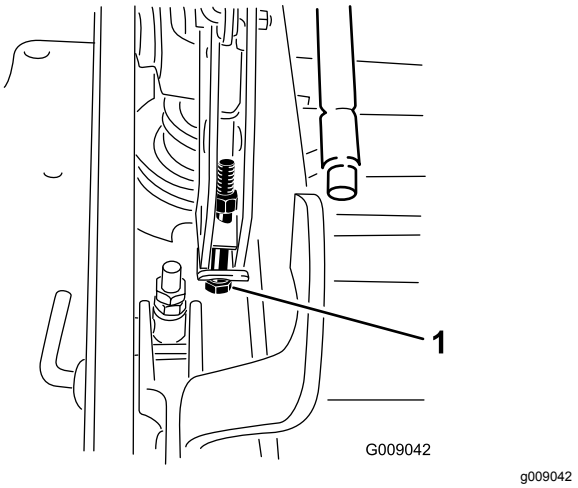

Figur 100
13. Hvis skjoldet er for lavt, skal bolten til enkeltpunktsjusteringen drejes med uret, så den strammes. Hvis skjoldet er for højt, skal bolten til enkeltpunktsjusteringen drejes mod uret, så den løsnes (Figur 100).